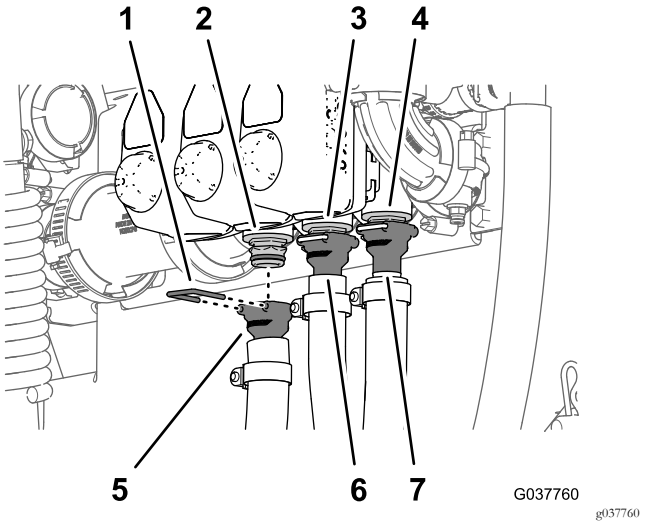

Figura 84
2. Monte el acoplamiento dentado recto de la manguera de alimentación del brazo izquierdo en el acoplamiento rápido de la válvula de sección del brazo izquierdo (Figura 84).
3. Sujete el acoplamiento dentado recto al acoplamiento rápido con la horquilla de retención suministrada con la manguera (Figura 84).